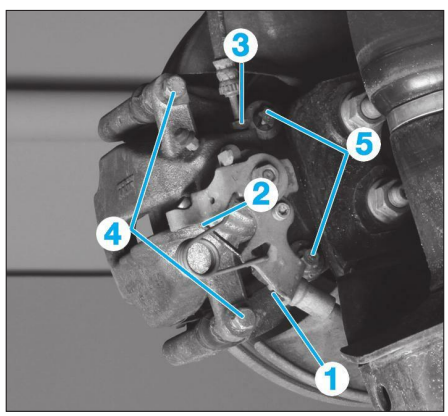

**Fig. 10**
• Déposer l'agrafe de maintien (1) du câble de frein de stationnement **(Fig.10)**.
• Désaccoupler le câble de frein de stationnement (2) de l'étrier.
• Désaccoupler le flexible de frein (3).
• Déposer la vis de colonnette (4).
• A l'aide d'une clé Torx, déposer les deux vis (5) du support d'étrier.